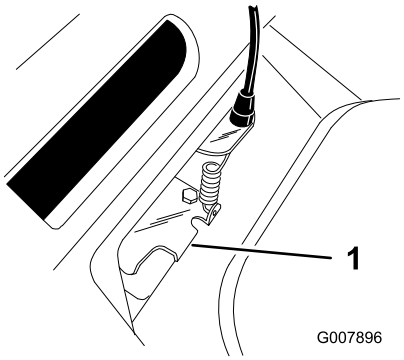

Figur 29
5. Skub tappen på remstyret ned, indtil den berører plæneklipperen, og hold den dernæst på plads (Figur 29).